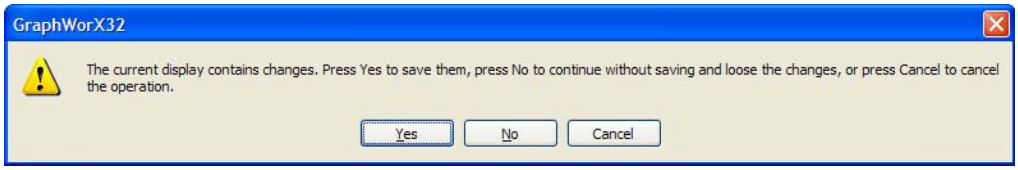

Figure L5.4: Save Changes Warning
4. In the **Replace** dialog, click **Apply** to start replacing items. You may get the warning shown in **Figure L5.4,** asking you to save your changes. Click **Yes** to continue.